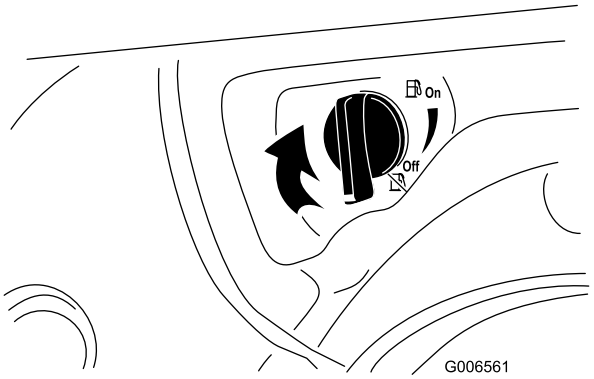

Figur 27
4. Stäng bränslekranen genom att vrida den medsols (Figur 27).